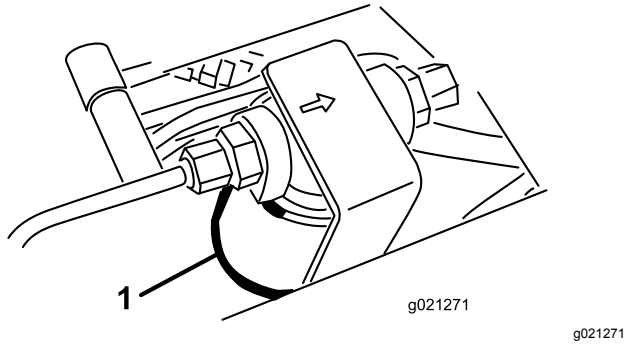
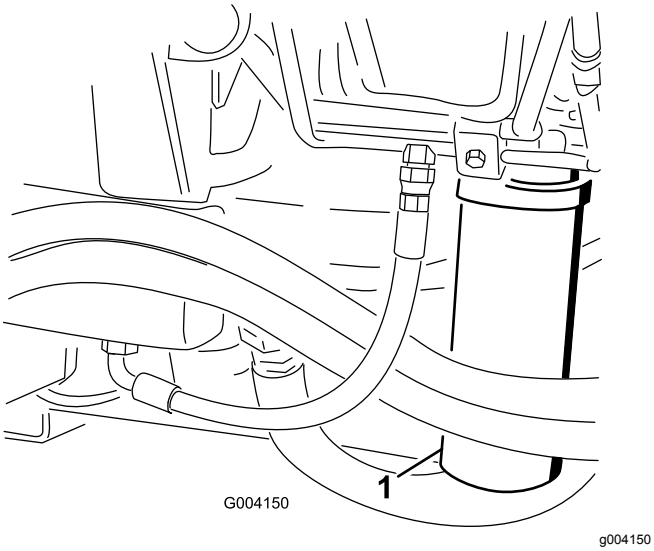

Figur 101
Figur 102
2. Rengør området rundt om filtermonteringsområdet, og sæt en bakke under filteret (Figur 101 og Figur 102).